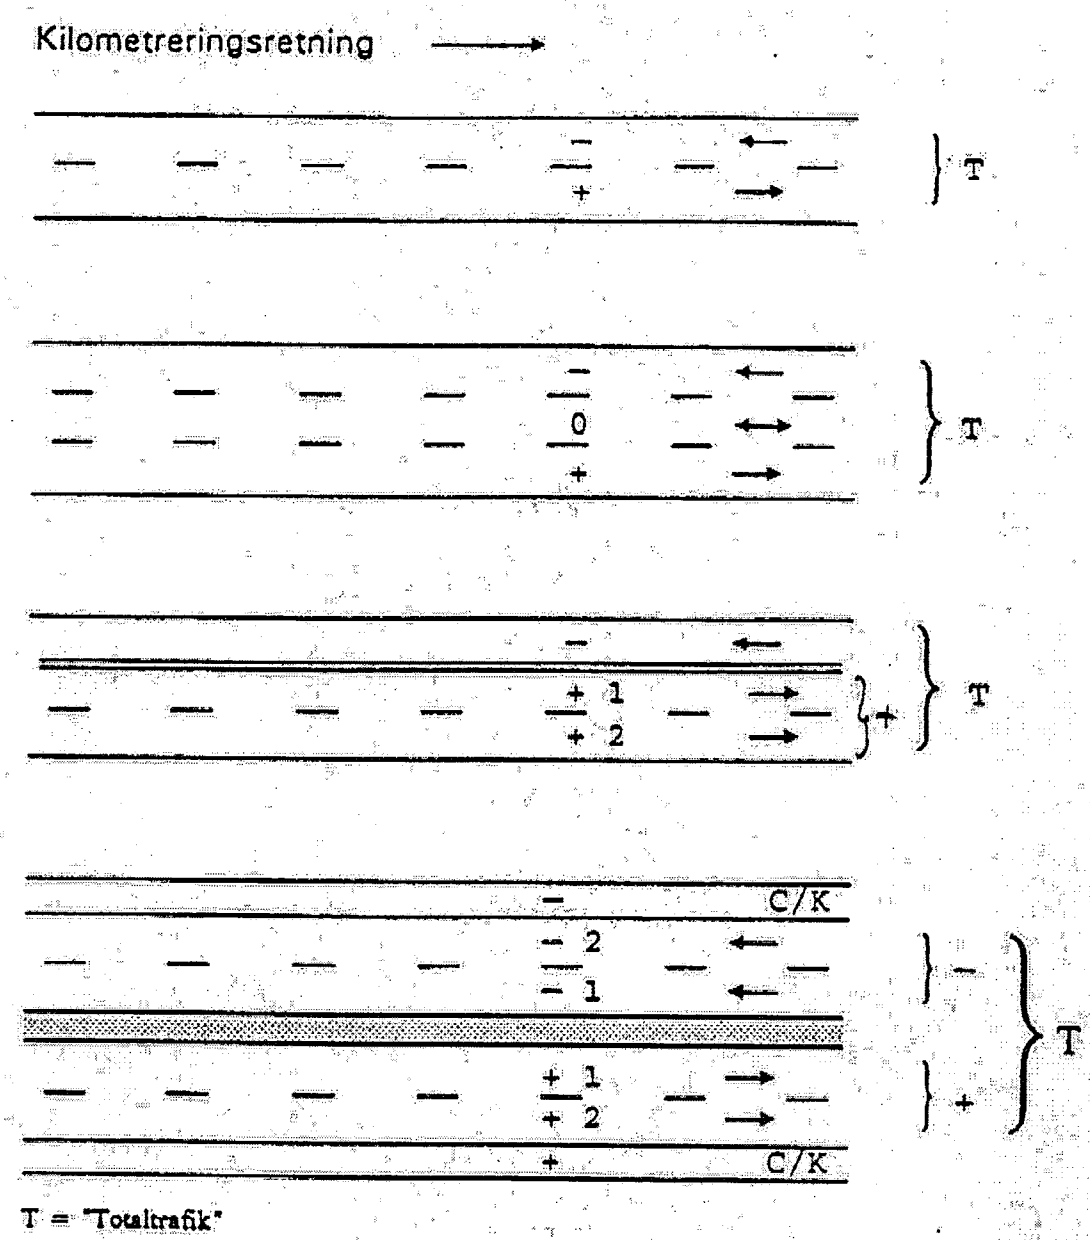

Figur 3.7 *Retning og spornummerering for forskellige vejtyper. Spornummerering benyttes kun for veje med to eller flere spor i én køreretning.*
Hvis der er tale om den samlede trafik i mere end et kørespor for een køretøjsart i samme retning skal plus og minus anvendes. I tilfælde af en fælles overhalingsbane (spor 0) med trafik i begge retninger skal der ikke angives nogen retning. I figur 3.7 er vist eksempler på retningsangivelser for forskellige vejudformninger.
Spornumre, 'Sp', anvendes for veje med to eller flere spor i én køreretning, d.v.s. felterne skal være tomme ved almindelig to-sporede veje. I figur 3.7 er vist eksempler på sporangivelser for forskellige vejudformninger. Midterspor med trafik i begge retninger gives spornummer 0, ellers foretages nummereringen startende fra midten.
- Udfyld felterne for det første trafiksnit. **Retning** (Ret) udfyldes med plus (+) eller minus (-) for trafik med eller mod kørselsretningen eller T for begge retninger sammenlagt (evt. 0 hvis det er et midterspor med trafik i begge retninger). **Spornummeret** (Sp) regnes fra vejens midte (kun relevant, når data lagres pr. spor for veje med mere end 2 spor, se figur 3.7). **Køretøjsart** udvælges med <Vis muligheder> (F4), evt. ved først at taste et bogstav eller to i navnet for køretøjsarten for at begrænse listens omfang, jf. afsnit 2.5.